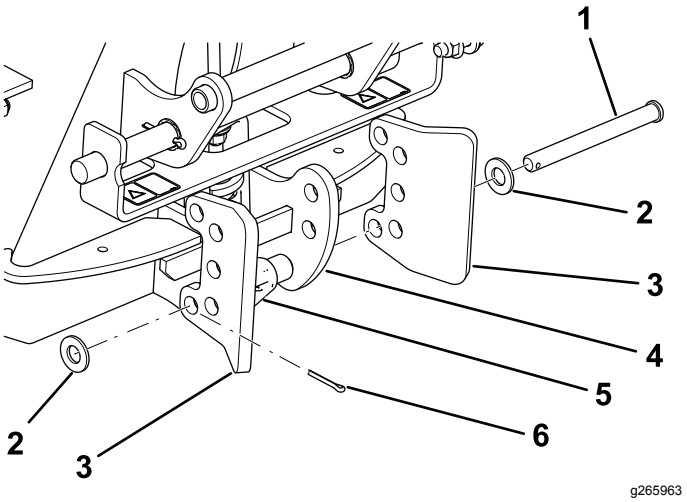
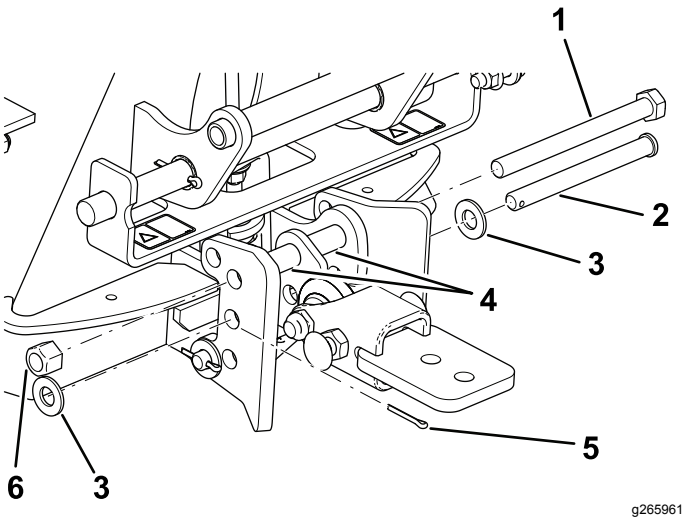

Figur 8
Figur 9
2. Anslut dagkroksenheten till hållaren enligt Figur 8 och Figur 9.